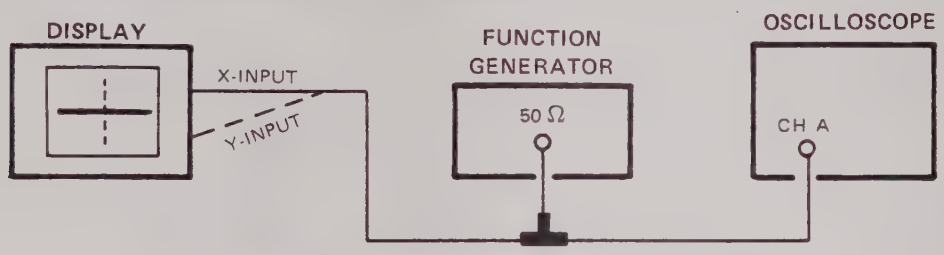

Figure 5-2. Gain Set Adjustment Test Setup
a. Connect equipment as shown in figure 5-2.